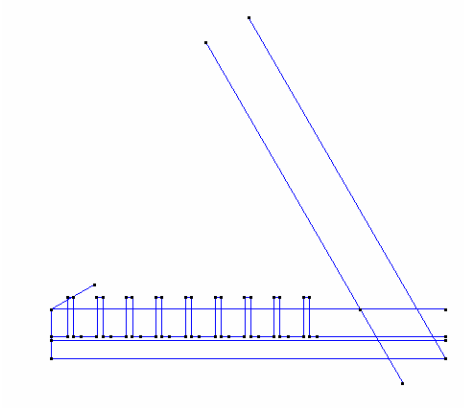

Figure 10. Creating the lines of the profile
6. Again, choose the **Line** option and enter points (0, 9) and (200, 9). Press **ESC** to conclude the process of creating lines (Figure 10).